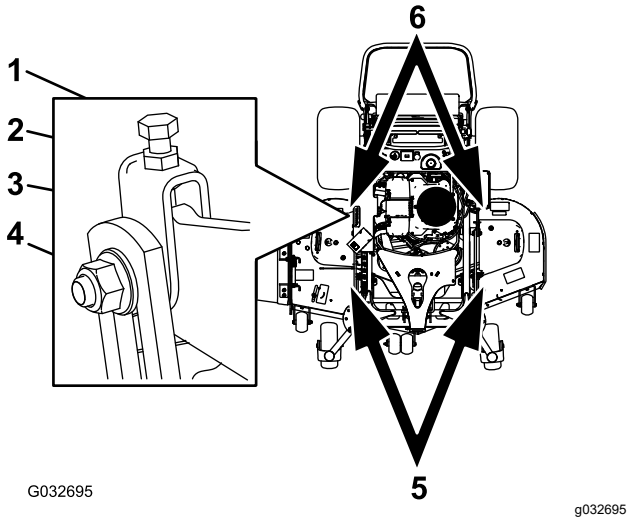

Figure 100
1. Desserrez l'écrou de blocage et l'écrou latéral dans les chapes que vous voulez régler (Figure 100).
2. Tournez le boulon supérieur de ces chapes pour régler la hauteur du tablier de coupe (Figure 100).
5. Si la mesure n'est pas correcte, localisez les 2 chapes avant sur la machine (Figure 100).